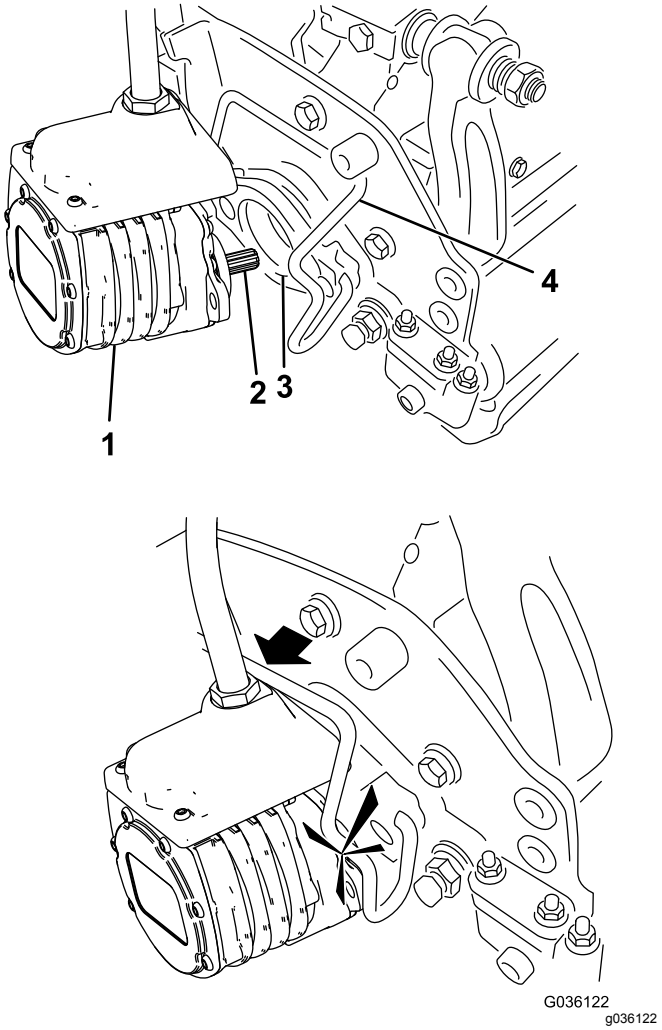

Figur 50
6. Dekk kileakselen i klippeenhetsmotoren med rent smørefett (Figur 50).
7. Sett motoren inn på klippeenhetens venstre side (fra brukerens synspunkt), og dra motorholdebøylen på klippeenheten mot motoren til du hører et "klikk" på begge sider (Figur 50).